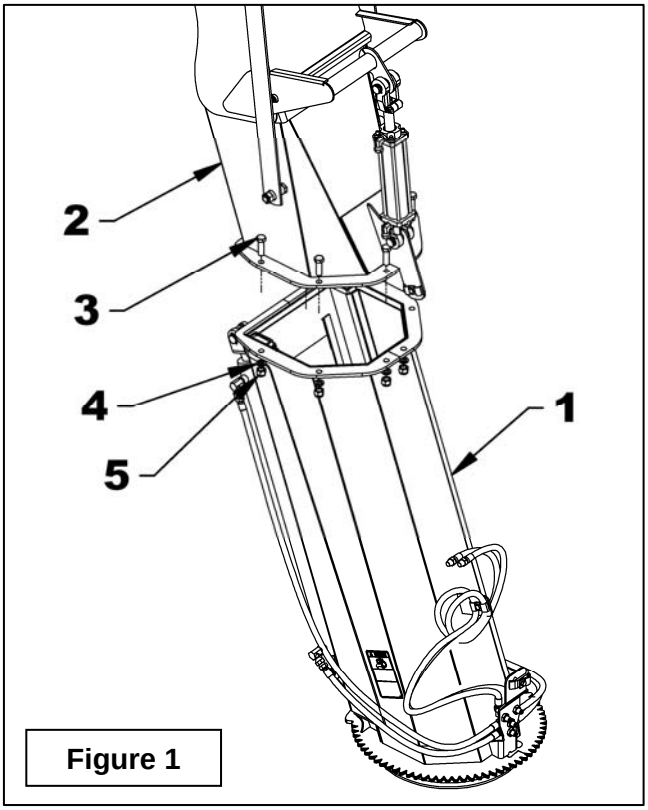

Figure 1
1. **Figure 1:** Remove all the bolts holding the flanges installed temporarily on the three part chute for shipping and retain for future use.
2. **Figure 1:** Remove from the telescopic chute the 5/8"NC x 2" bolts, 5/8" lockwashers and 5/8"NC nylon insert nuts (items 3-4-5). Attach the three part chute (item 2) to the telescopic base (item 1) with the same hardware removed previously (items 3-4-5). Tighten at 165 lbs-ft (224 N-M).